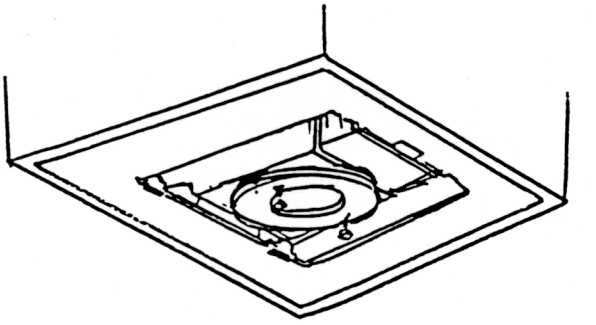

FIG. 2
4. Wire fixture and place wires over the capacitor part of the housing. Locate the Ballast Housing's channels over the mounting tabs and ensure no wires hang below the UCT opening. (Fig. 2).